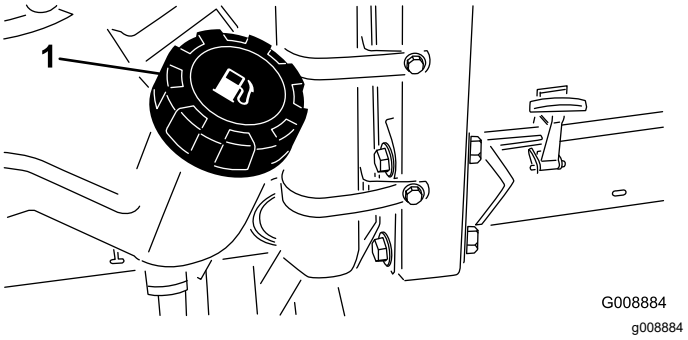

**Figur 27**
2. Rengör området runt tanklocket (Figur 27).